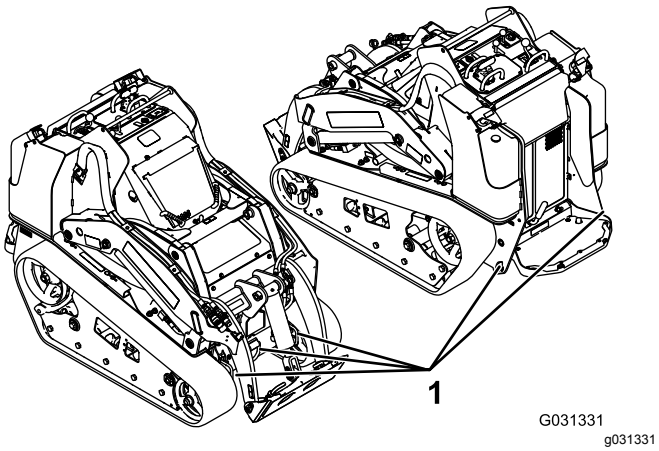

Figuur 29
8. Gebruik de metalen bindogen op de machine om de machine goed vast te maken aan de aanhanger of vrachtwagen. Gebruik hiervoor banden, kettingen, kabels of touwen (Figuur 29). Raadpleeg de lokale voorschriften inzake het vastbinden van de machine.
U kunt de machine tillen met behulp van de bindogen als hefpunten; zie Figuur 29.